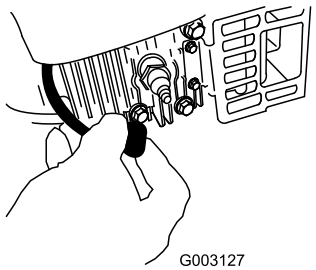

**Figur 31**
2. Lossa tändkabeln från tändstiftet (Figur 31) innan du utför underhåll.